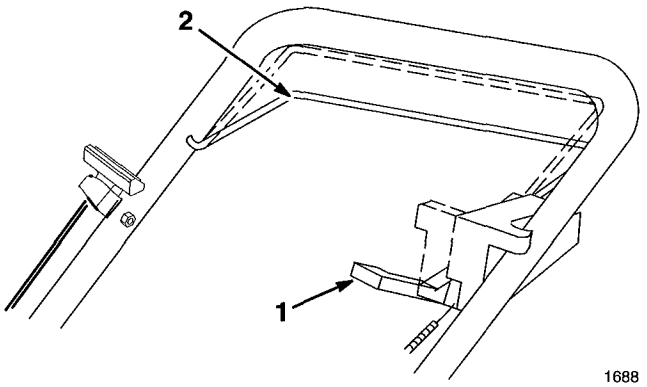

Figure 12
5. To disengage self–propelled drive, lower control bar halfway and move traction control lever forward (toward engine) (Fig. 12).